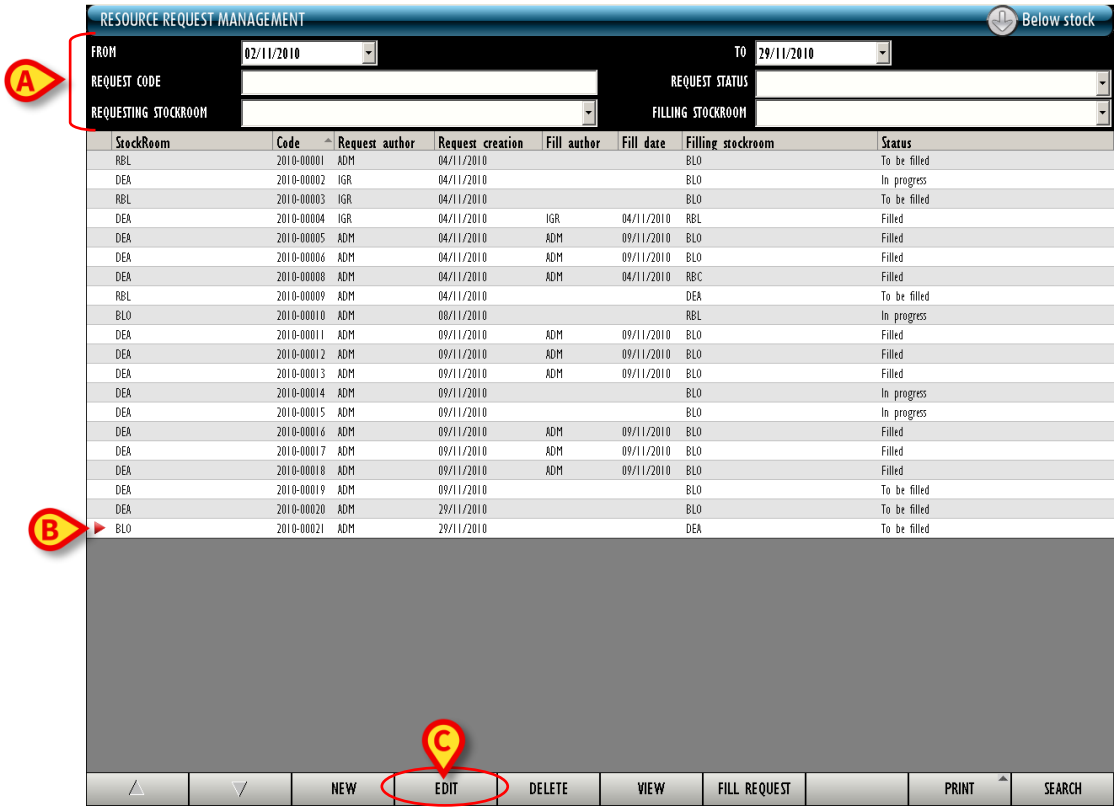

Fig 278 - Requests management
- use the filters on the "Requests management" screen (Fig 278 **A**) to display the row corresponding to the request that must be edited.
The icon appears at the beginning of the row (Fig 278 **B**).
- Click the **Edit** button on the command bar (Fig 278 **C**).